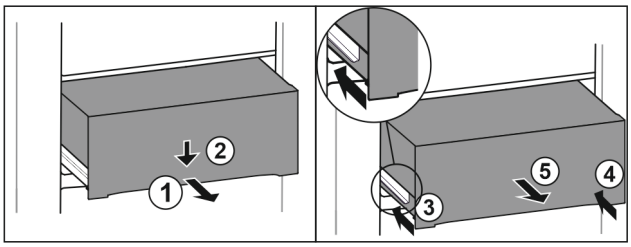

Fig. 100
▶ Extrageți pe jumătate sertarul. *Fig. 100 (1)*
▶ Apăsați în jos sertarul pe partea frontală. *Fig. 100 (2)*
▶ Inserați șina stângă aproximativ 2 cm. *Fig. 100 (3)*
▶ Inserați șina dreaptă aproximativ 2 cm. *Fig. 100 (4)*
▶ Extrageți sertarul spre înainte. *Fig. 100 (5)*